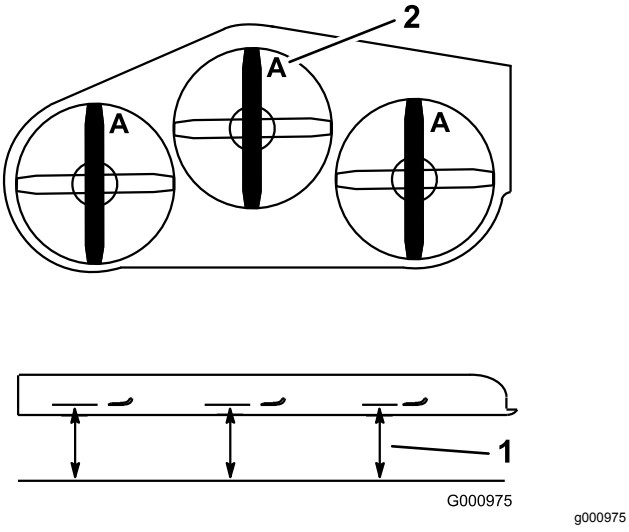

**Figure 65**
2. Mesurez la distance entre la surface plane et le tranchant (position **A**) des lames (Figure 65).